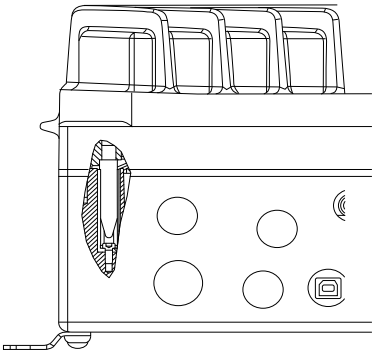

Afbeelding 4.1 Aardverbinding tussen de installatiekast en het elektronische gedeelte
De metalen pennen in de hoeken van het elektronische gedeelte en de gaten in de hoek van de installatiekast zijn essentieel voor de aardverbinding (PE). Verzeker u ervan dat deze niet losgeraakt, verwijderd of op enige wijze beschadigd zijn. Het vereiste aanhaalmoment is 3 Nm (26 in-lb). Zie *Afbeelding 4.1*.